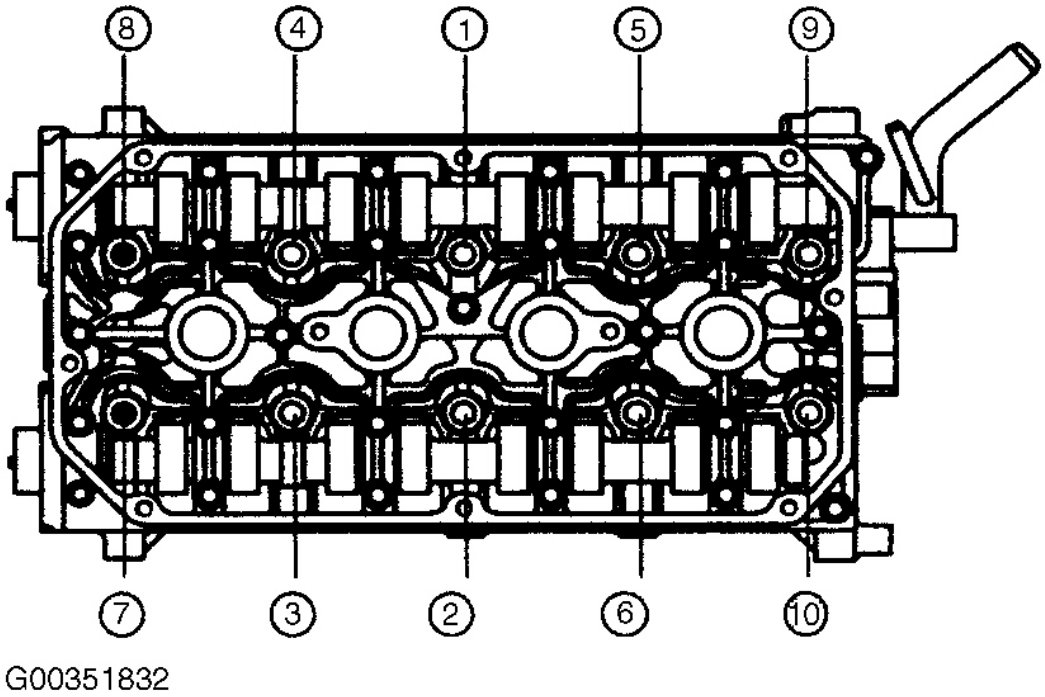

Fig 144:. Secuencia de apriete Tornillos de culata
(1) Apretar tornillos de culata en secuencia. Ver **La Fig. 144** .